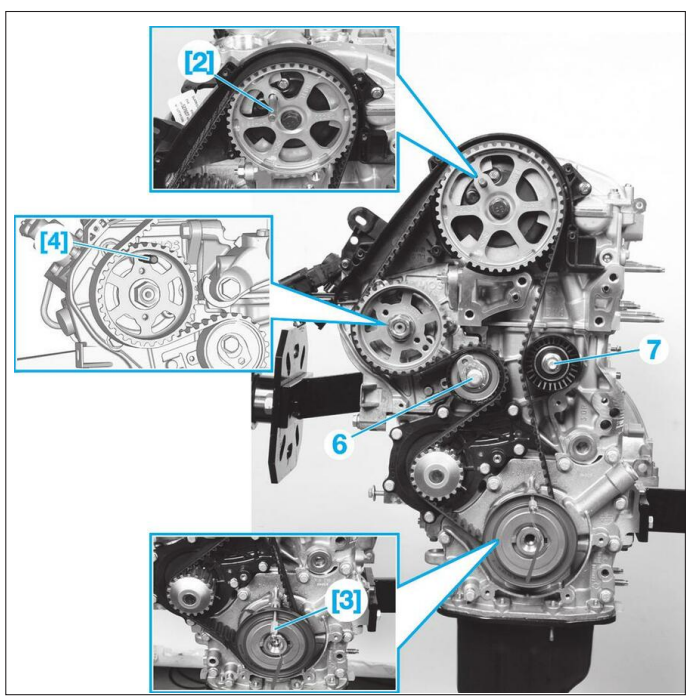

**Fig. 11**
• Mettre en place les piges de calage [2], [3] **(Fig.11)**.